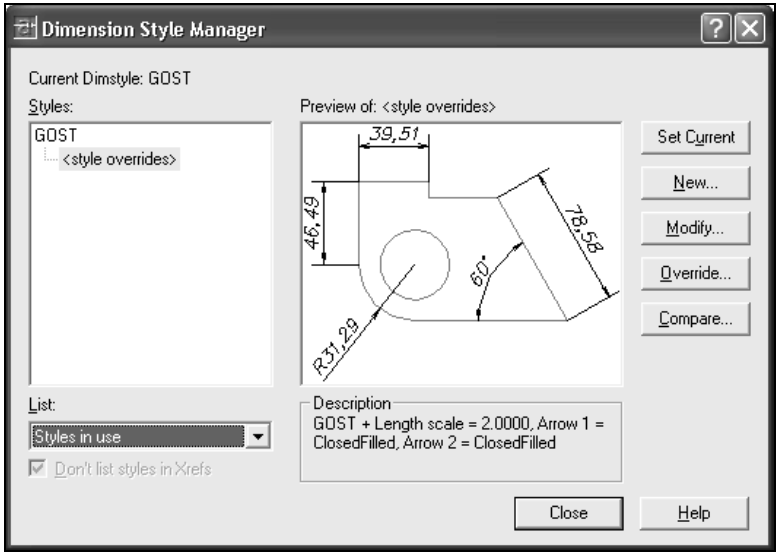

Рис. 11.11. Создание варианта стиля с ветвью **<style overrides>**
4. Нажатием кнопки **Close** (Закрыть) завершить создание варианта размерного стиля (рис. 11.11).